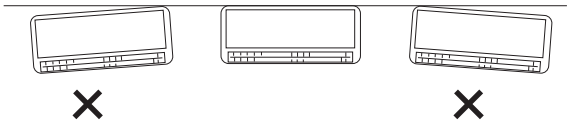

Afb. 3-11
(2) Controleer nog een keer met een waterpas of rolbandmaat of het paneel horizontaal hangt. Dit is belangrijk om de unit correct te installeren. (Afb. 3-11)
(3) Controleer of het paneel plat tegen de wand past. Ruimte tussen de wand en de unit zal leiden tot lawaai en trillingen.